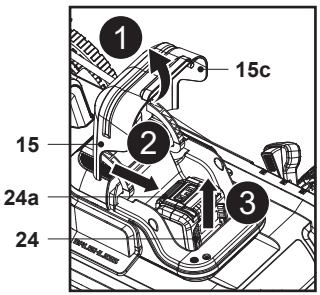

**Fig. 9**
1. Lift the magnetic lid (15c) and open the battery compartment cover (15) (Fig. 9, step 1).
2. Press down the release button (24a) to unlock the latch of battery pack (24) (Fig. 9, step 2).
3. Slide out the battery pack (24) from the battery compartment (Fig. 9, step 3).
4. Carefully close the battery compartment cover (15).